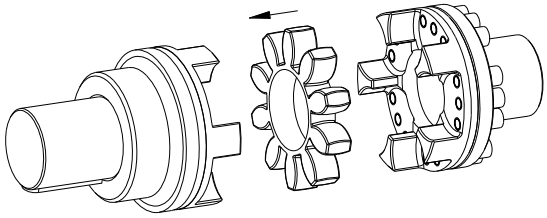

Fig. 21 : montage de l'anneau
- Insérer l'anneau ou les éléments DZ dans les doigts du moyeu (voir fig. 21).